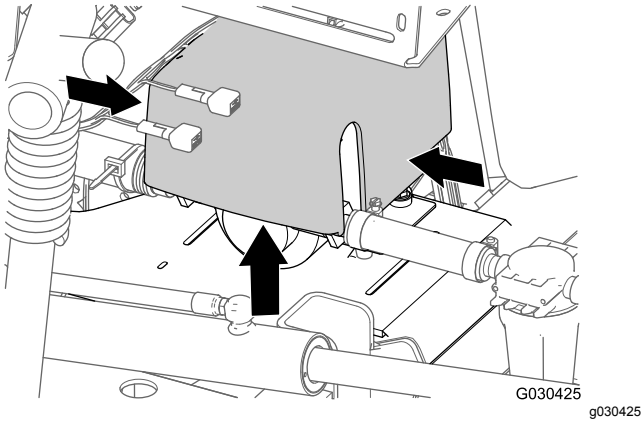

Figuur 5
1. Druk aan de achterzijde van de machine de zijden van het deksel van de spoelpomp samen en til het deksel op tot de lipjes van het deksel loskomen van de sleuven in de zittingplaat, en verwijder het deksel van de machine (Figuur 5).